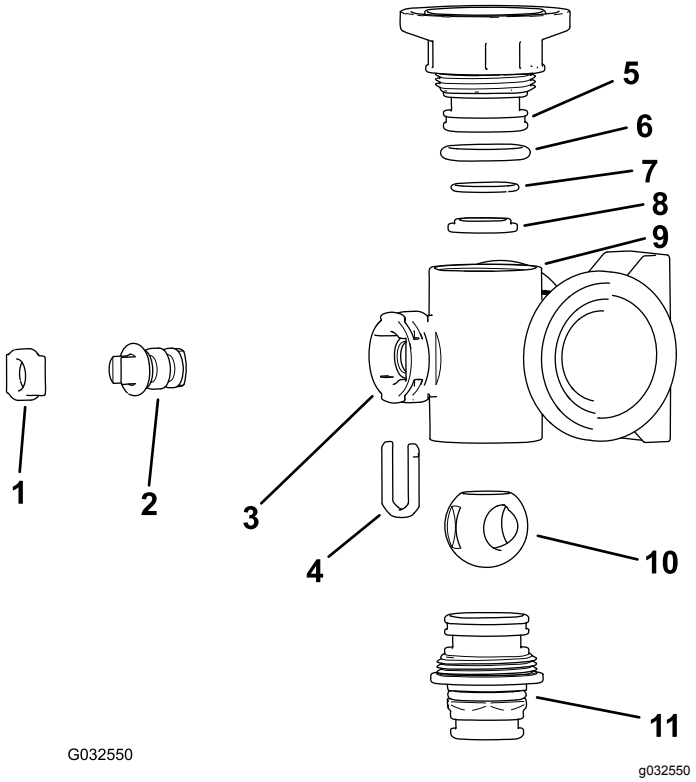
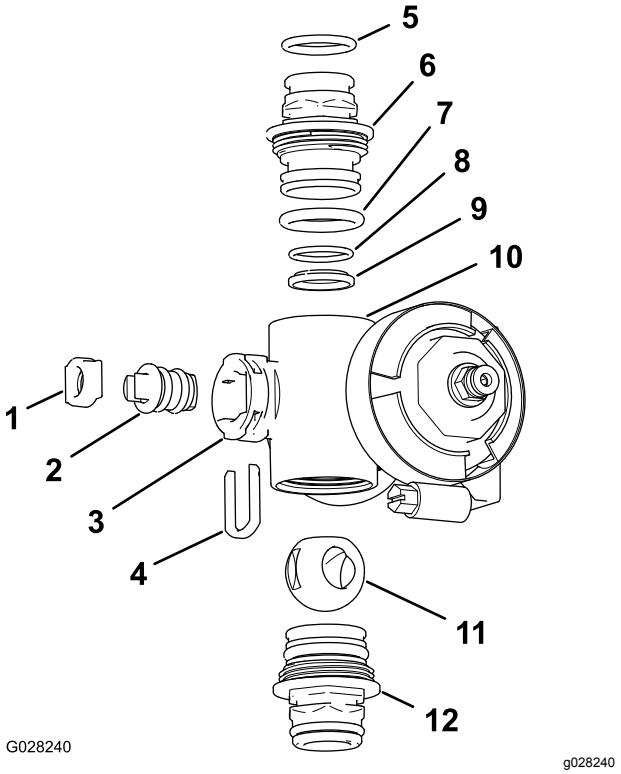

Рисунок 112
Рисунок 113
2. Снимите два штуцера торцевой крышки в сборе с каждого конца корпуса коллектора (Рисунок 112 и Рисунок 113).
4. Извлеките держатель штока из пазов в отверстии штока в коллекторе (Рисунок 112 и Рисунок 113).
5. Снимите держатель штока и седло штока клапана с коллектора (Рисунок 112 и Рисунок 113).
6. Просуньте руку внутрь корпуса коллектора и извлеките оттуда шток клапана в сборе (Рисунок 112 и Рисунок 113).
1. Проверьте состояние уплотнительных колец выпускных штуцеров (только коллектор клапана секции), уплотнительных колец торцевых крышек, задних уплотнительных колец седла и седла шарового клапана на повреждения или износ (Рисунок 113 и Рисунок 112).
2. Нанесите консистентную смазку на шток клапана и вставьте его в седло штока клапана (Рисунок 112 и Рисунок 113).
3. Вставьте шток и седло клапана в коллектор и закрепите шток и седло держателем штока (Рисунок 112 и Рисунок 113).
4. Убедитесь, что заднее уплотнительное кольцо седла и седло шарового клапана выровнены и правильно установлены в штуцере торцевой крышки (Рисунок 113 и Рисунок 112).
5. Установите штуцер торцевой крышки в сборе на корпус коллектора так, чтобы фланец штуцера торцевой крышки касался корпуса коллектора (Рисунок 112 и Рисунок 113), затем доверните штуцер торцевой крышки еще на 1/8-1/4 оборота.